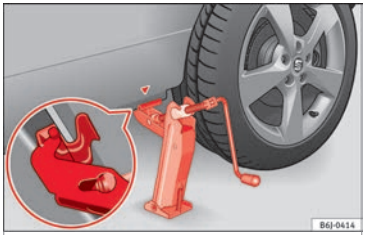

Fig. 66 Fitting the jack.
- Align the jack so that the arm of the jack fits around the rib under the door sill and the movable base plate of the jack is flat on the ground ››› Fig. 66.